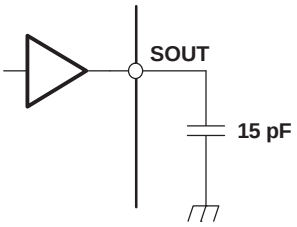

Figure 4. Test Circuit for t_{r0}, t_{f0}, t_{d0}, t_{d1}
(1) See Figure 4 . Defined as from 10% to 90%
(3) See Figure 4 . Figure 10